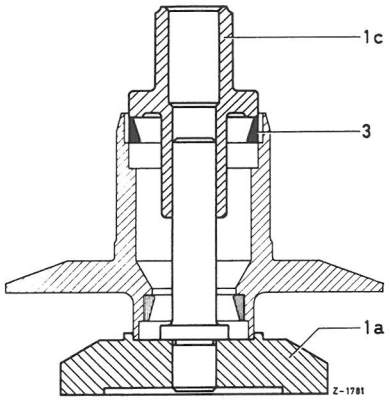

Fig.33-5/6
18 Radialpakring (7) gnides ind med tætningspasta, og indpresses med specialværktøj (1) (fig. 33-5/7).